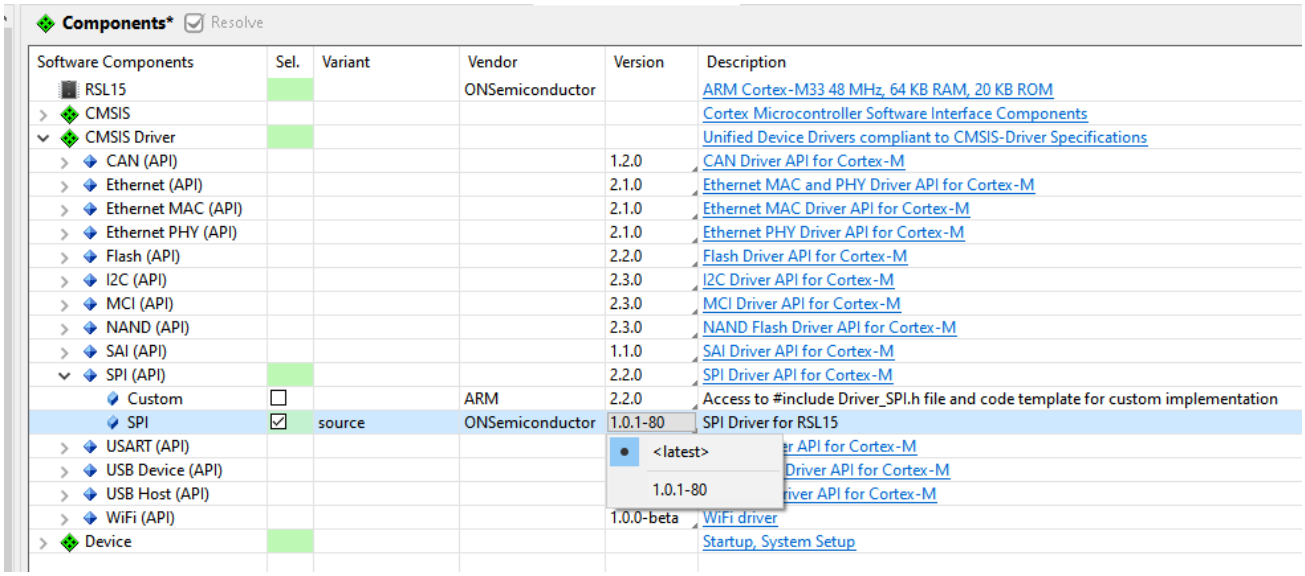

**Figure 17. Automatically Updating to the Latest Installed CMSIS-Pack**
2. Open your project. The CMSIS-Pack linked library and system files in your project are automatically updated to point to the latest installed CMSIS-Pack, as seen in the "Automatically Updating to the Latest Installed CMSIS-Pack" figure (Figure 17).